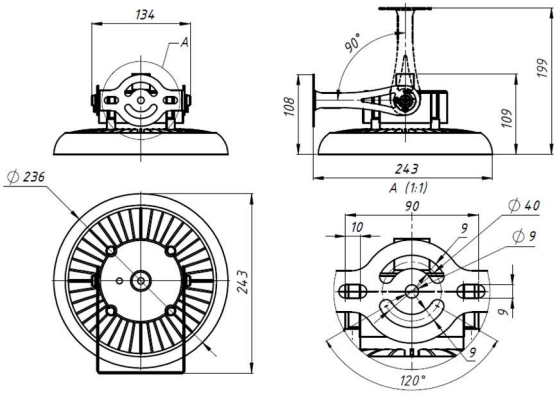
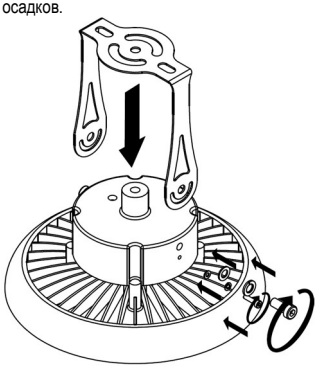

Рисунок 1. Габаритные размеры светильника АСТРАЛ 60-100Вт с креплением “Скоба”.
Рисунок 3. Установка крепления на светильник.
5.1.2 Установите крепление “Скоба” на светильник (см. рисунок 3). Конструкция крепления позволяет регулировать положение светильника в диапазоне от -90 ° до 90 ° (см. рисунок 1).